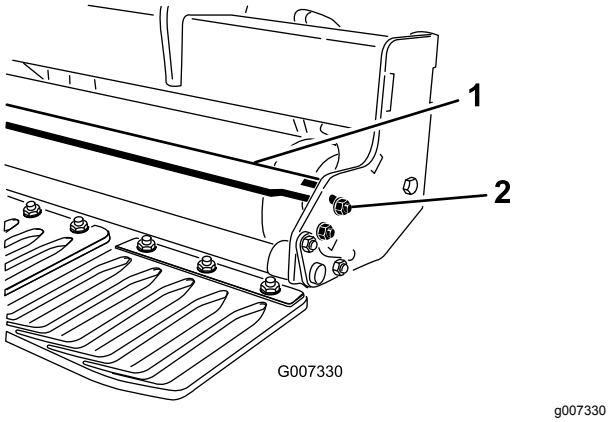

Figur 16
1. Løsne festene som holder begge endene på skrapen festet til valseskrapeknotten (Figur 16).